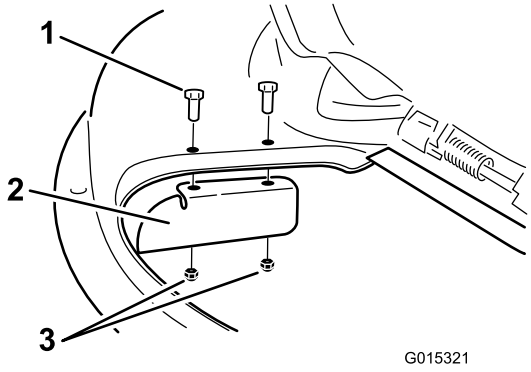

Figur 30
9. Montera kantskärmen på klippdäcket (Figur 30).
3. Ta bort kantskärmen från klippdäcket (Figur 30).